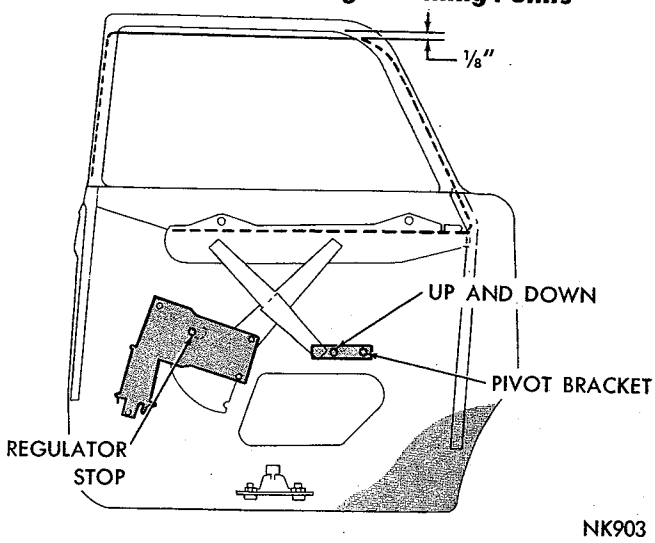

*Fig. 89—Rear Door Glass Adjustments—Fury Sedan*
(1) Run window up to approximately ⅛ inch below door frame.
(2) Adjust regulator pivot bracket (Fig. 89) so gap between top of glass and door frame is the same along the entire length. To raise front of glass, lower front of pivot bracket and to lower front of glass, raise front of pivot bracket.
(3) On manually operated regulators, run the window down so top of glass is even with or slightly be-